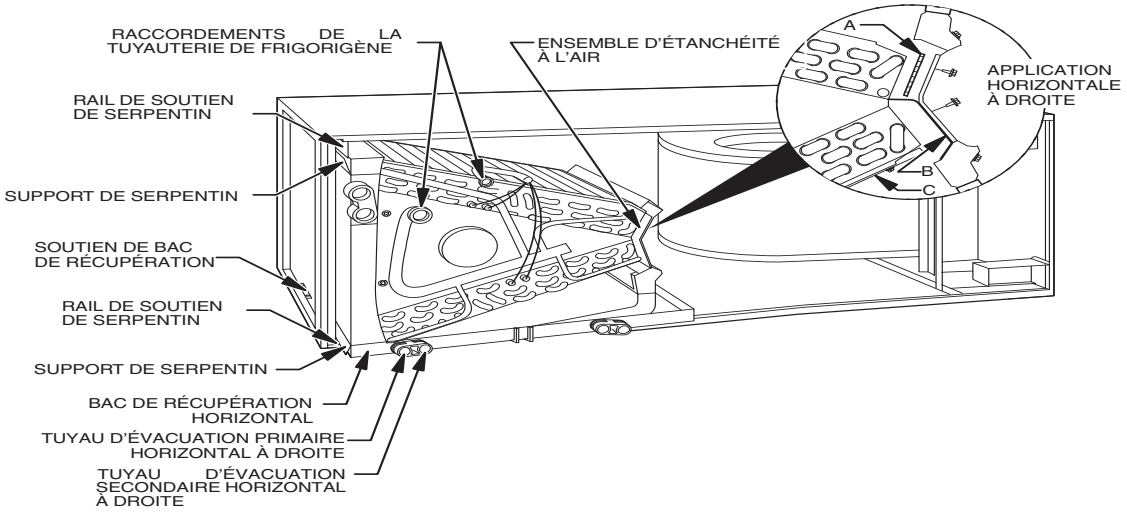

Fig. 7 - Serpentin en A dans une application horizontale droite
b. Si le ventilo-convecteur se trouve contre un mur, fixez-le au poteau mural au moyen de cornières de 3 mm (1/8 po) d'épaisseur. Fixez les supports au ventilo-convecteur au moyen de vis autotaraudeuses nº 10 et au poteau mural au moyen de vis tire-fond de 8 mm (5/16 po). (Consultez la figure 7.)